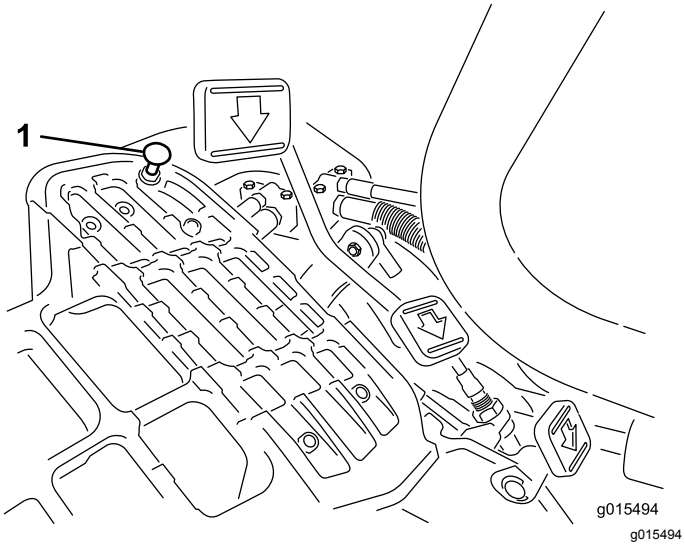

Rysunek 42
Aby uzyskać maksymalną prędkość transportową, należy ustawić dźwignię sterowania funkcją w pozycji TRANSPORTOWEJ i nacisnąć do końca pedał jazdy. Jeśli pedał dotyka ogranicznika (Rysunek 42), zanim da się wyczuć naprężenie linki, wówczas należy dokonać regulacji w następujący sposób:
1. Ustaw dźwignię sterowania funkcją w pozycji TRANSPORTOWEJ i poluzuj nakrętkę zabezpieczającą mocującą ogranicznik pedału do płyty podłogowej (Rysunek 42).